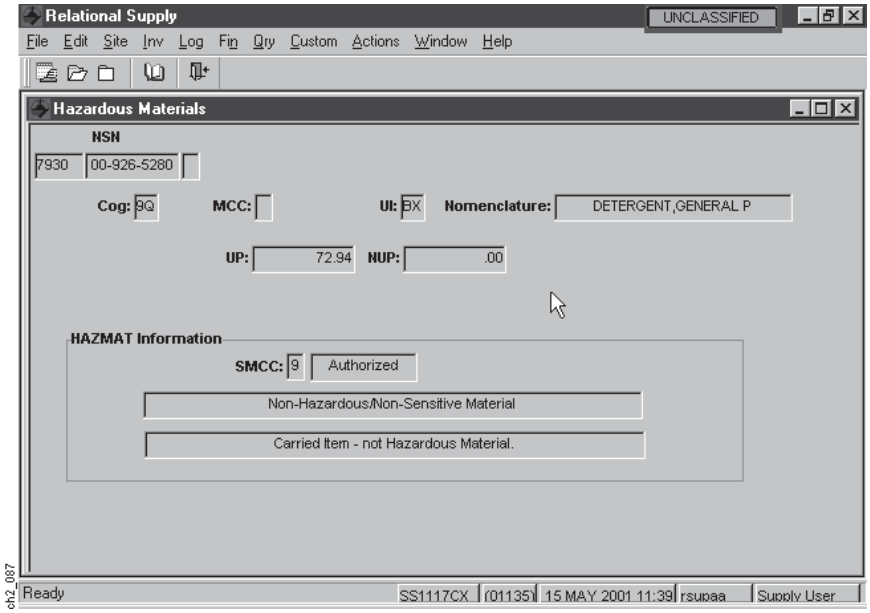

Figure 2-108
(2) Step 2. Review the data on the record that appears on the Hazardous Material Screen above (Figure 2-108) as necessary and then select the New Request Option to process another record or the Close Window Option to exit from this process.